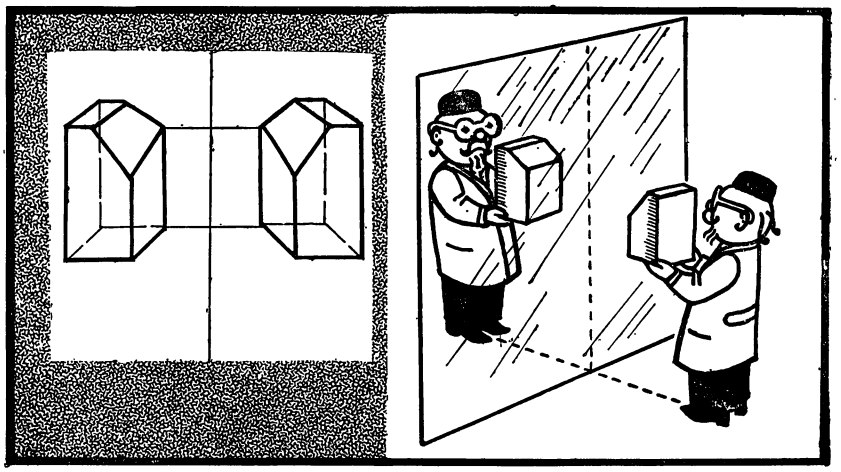

Рис. 2. Плоскость симметрии перпендикулярна плоскости чертежа и делит ее пополам.
Наименьшее количество атомов кристалла, сохраняющее при уменьшении его размеров присущую данному кристаллу симметрию, называется элементарной ячейкой. На цветной таблице у стр. 376 (рис. 2) показана элементарная ячейка кристалла NaCl. Ребро ее равно 5,63 Å, расстояние между центрами ионов $Na^+$ и $Cl^-$ равно 2,815 Å.
**Структура кристалла и закон анизотропии.** Даже в кубической структуре кристалла типа NaCl, в которой расстояния между атомами одинаковы по трем направлениям, в других направлениях (кроме этих трех) свойства кристалла сильно отличаются. Происходит это не только потому, что в других направлениях межатомные расстояния другие, но и вследствие иного распределения сил связи между атомами. Возьмем, например, в кристалле NaCl направление объемной диагонали. Перпендикулярно ей чередуются плоскости, образующие грани октаэдра (см. рис. 2 на цвет. табл.). Каждая из этих плоскостей состоит только из одного типа ионов: из $Na^+$ или из $Cl^-$. Силы притяжения, возникающие между такими плоскостями, в 5 раз больше, чем между плоскостями, параллельными граням куба, в каждой из которых лежат и те и другие ионы: и $Na^+$, и $Cl^-$. Вот почему кристалл NaCl гораздо легче расколоть по плоскостям куба, чем по плоскостям октаэдра. Поэтому же и кристаллизуется поваренная соль, образуя кубы. Непонятная на первый взгляд «прихоть» природы оказывается вполне объяснимой!